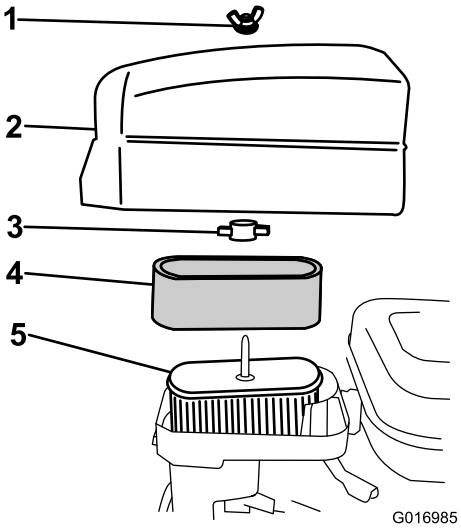

Figur 25
4. Hvis skumelementet er skittent, fjerner du det fra papirelementet (Figur 25) og rengjør det grundig, som følger: